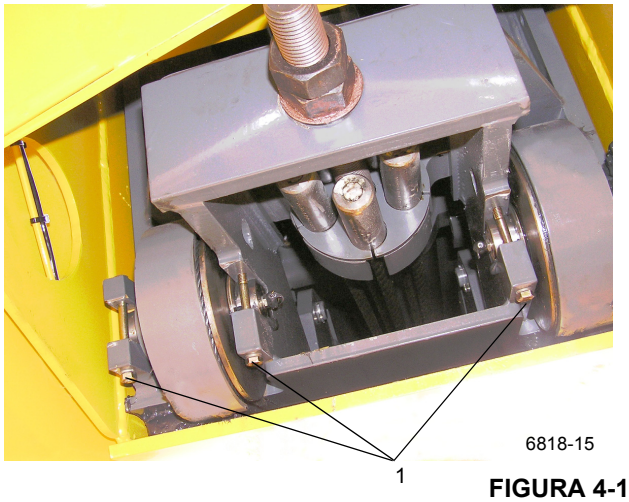

FIGURA 4-15
1. En los dos lados, saque los pernos (Figura 4-15, 1) que fijan cada miembro soldado del eje de la polea de retracción. Retire el eje, el buje espaciador, el conjunto de poleas y las arandelas de empuje. De ser necesario, retire las graseras de los miembros soldados del eje.